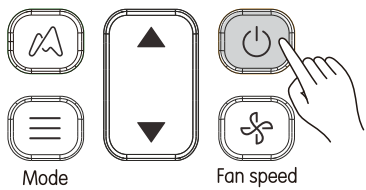

Figure 3.3
1) Press (see Figure 3.3), Indoor unit starts to run;